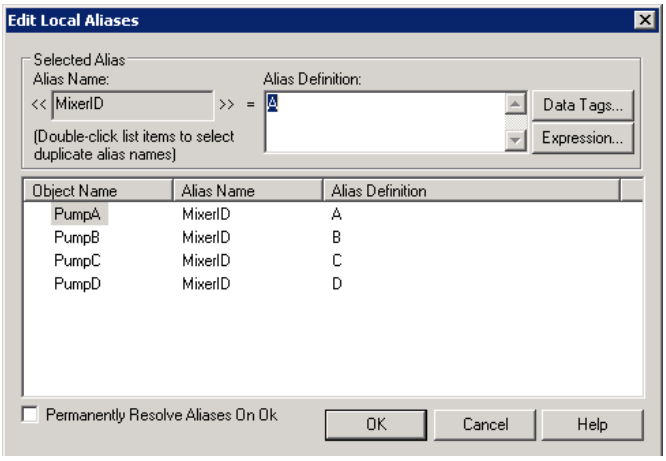

Figure L3.7 - Edit Local Aliases
50. Change the Sizing mode from **Scale to Clip**. The finished configuration should look like Figure L3.7. Click on "**OK**" to apply the settings and close the dialog.